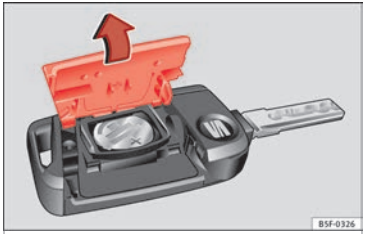

Fig. 133 Vehicle key: opening the battery compartment.
- Remove the cover from the back of the vehicle key »» **Fig. 133** in the direction of the arrow »» ❗.
- Fit the cover as shown »» **Fig. 133**, pressing it onto the vehicle key casing in the opposite direction to that shown by the arrow until it clicks into place.